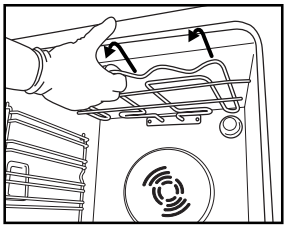
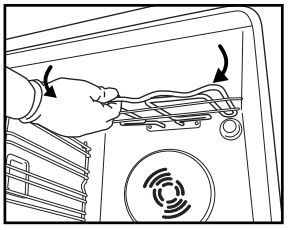

Fig. 4
Fig. 5
2. Træk let ud i varmelegemet (fig. 4), og sænk det (fig. 5).